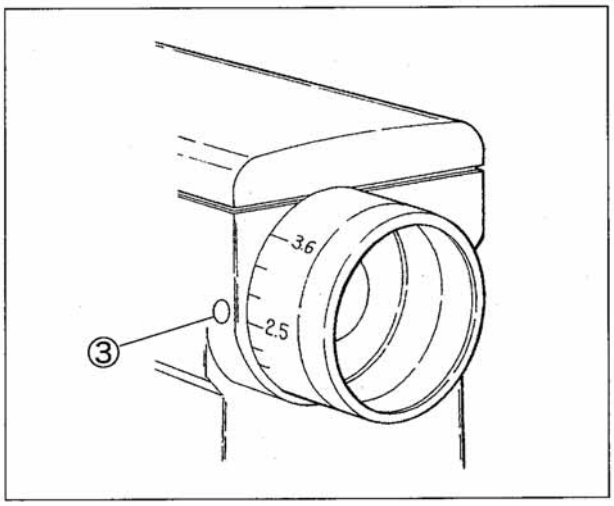

Рис. 5-11
(1) Перед тем, как нажать на кнопку ① ослабьте винт ②.
(2) Слегка нажмите на кнопку ①, Вы почувствуете как головка кнопки касается деталей внутри машины.
(3) Одновременно удерживая кнопку ①, поверните шкив. В момент, когда кнопка переместится дальше, еще раз надежно нажмите на нее.
(4) При соблюдении этих условий совместите требуемое деление шкалы на шкиве с отверстием ③ на рукаве машины (Рис. 5-11).
(5) Отпустите кнопку ①.
(6) Затяните винт ②.